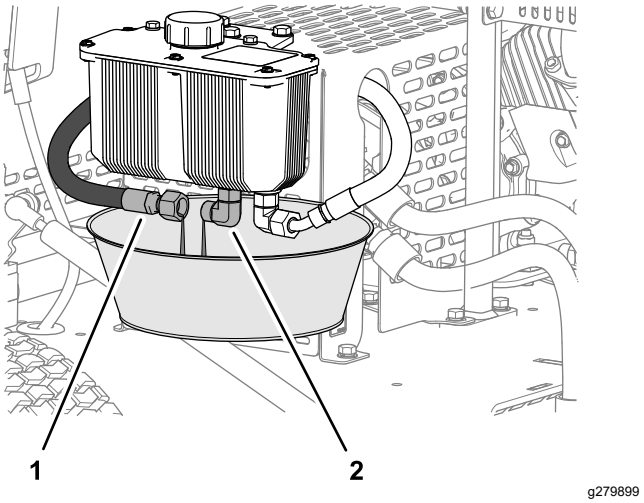

**Рисунок 36**
1. Установите сливной поддон емкостью 2 л под гидравлический бак (Рисунок 36).
2. Отсоедините гидравлический шланг подачи от штуцера на баке и дайте гидравлической жидкости полностью стечь (Рисунок 36).